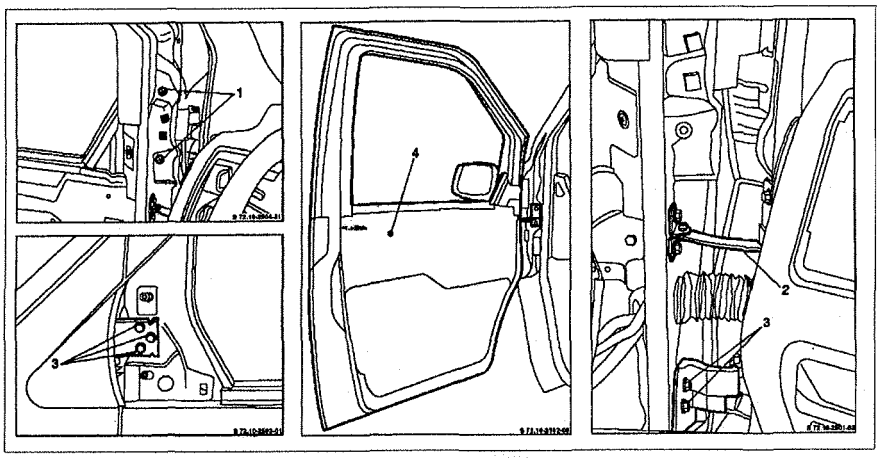

Рис. 11.5. Передние двери:
2. Открутите болты **1** крепления наружного зеркала заднего вида и снимите его (см.рис.11.5).
6. Открутите ограничитель хода двери **2** от наружной панели двери (см.рис.11.5).